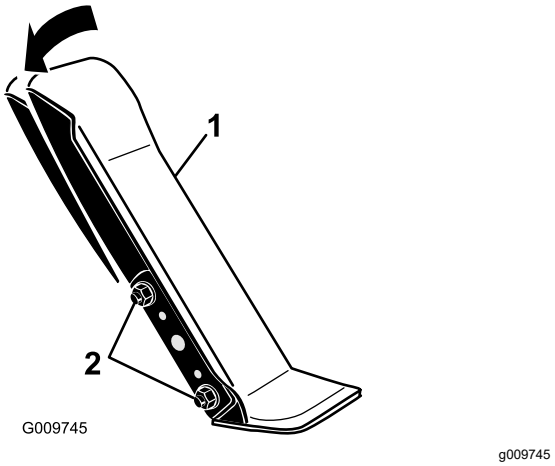

Figur 103
1. Lossa de två skruvarna och muttrarna som fäster gaspedalens vänstra sida vid fästet (Figur 103).
2. Justera pedalen till önskad funktionsvinkel och dra åt muttrarna (Figur 103).